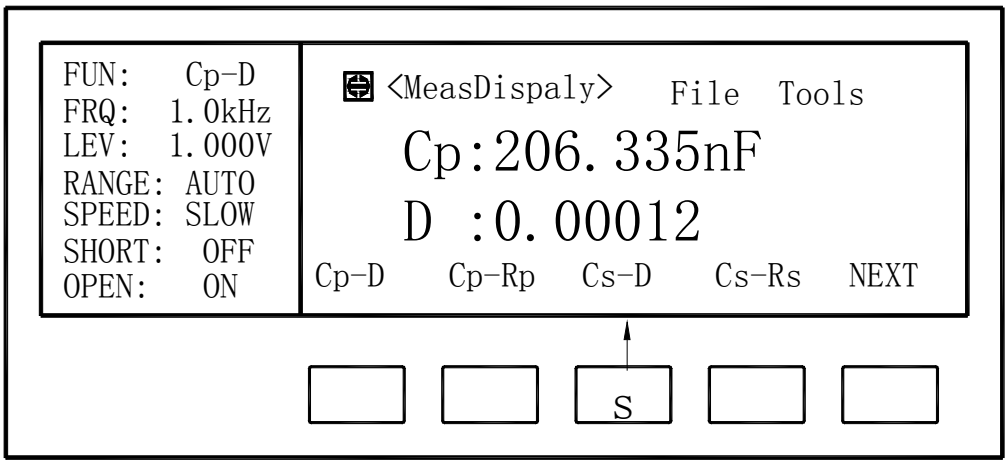

Figure 4-2. Softkey Selection Example
- The softkeys corresponding to the field pointed to by the CURSOR will be displayed. Select and press a softkey. The numeric entry keys and ENTER are used to enter numeric data. (Refer to Figure 4-2.)